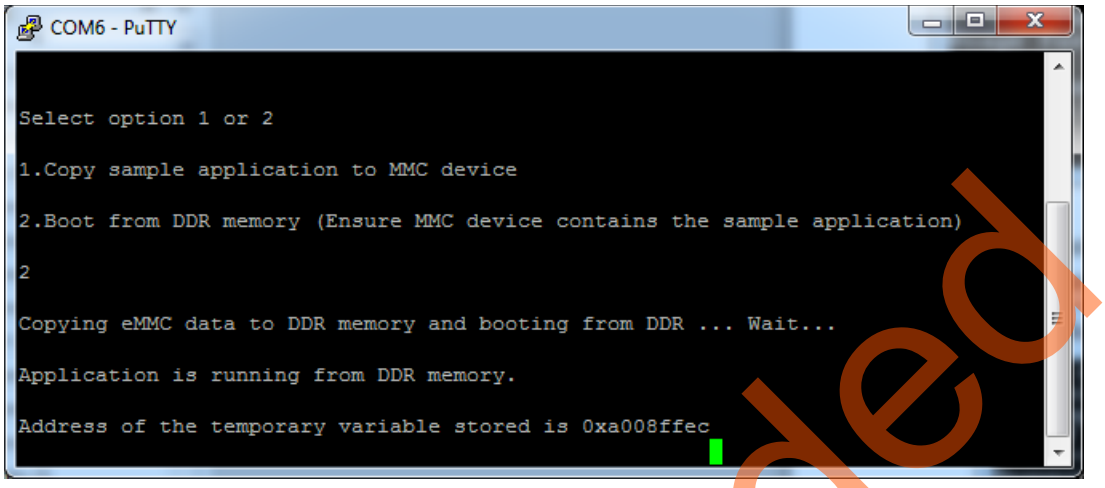

Figure 16 • **Code Running from DDR Memory**
21. Type **2** to boot from DDR memory. The application running from SmartFusion2 eNVM copies the eMMC device contents to DDR memory and runs the bootloader function to jump the execution from current eNVM to DDR memory, as shown in Figure 16.
The serial terminal emulation program displays the address of temporary variable (the address may vary in run time) which indicates that the code is running from the DDR3 memory, as shown in Figure 16 on page 20. DDR3 memory starts from the address 0XA0000000.